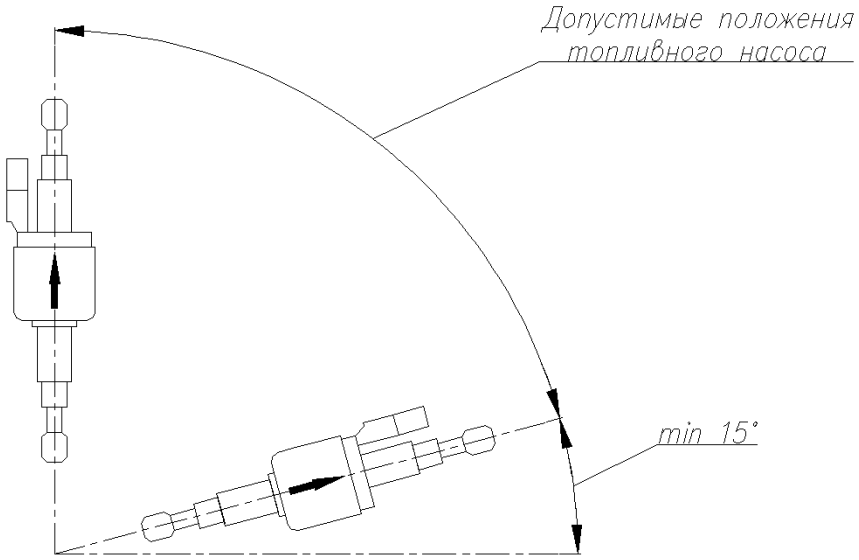

Рис. 7 Допустимые монтажные положения топливного насоса
- ось топливного насоса при монтаже предпочтительней устанавливать ближе к вертикали (см. рис.7);